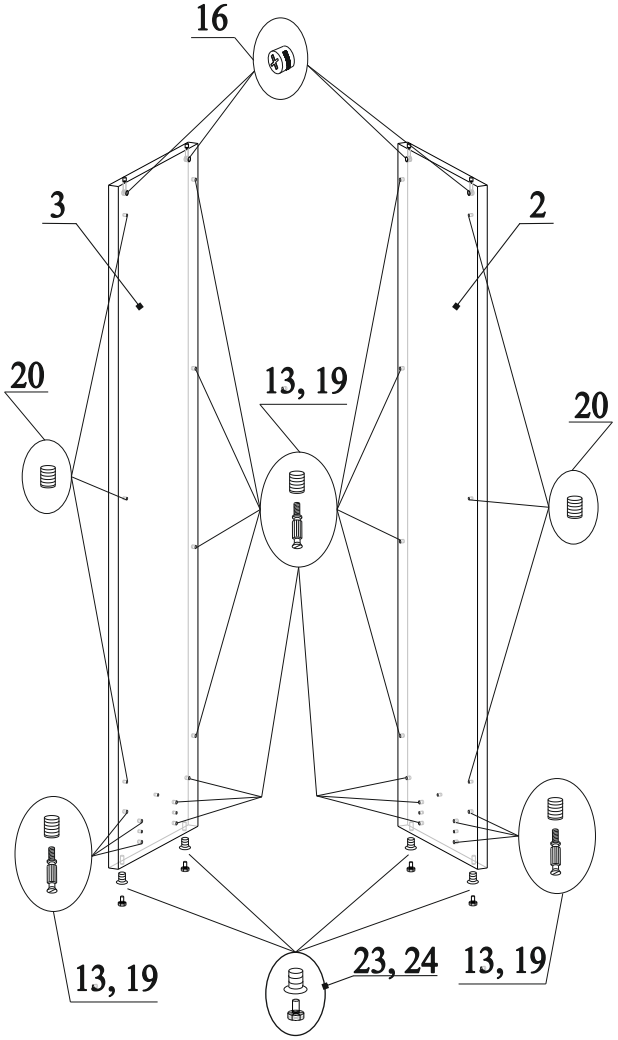

Рис.3
2. В отверстия на деталях 2 и 3 вбить муфты 20 (рис.3);
3. В отверстия на деталях 2 и 3 вбить муфты 19 и вкрутить в них дюбеля 13 (рис.3);
4. В отверстия на деталях 2 и 3 вставить эксцентрики 16 стрелками к торцевым отверстиям (рис.3);
5. В нижний торец деталей 2 и 3 закрутить футорку 23 и вкрутить в нее опору 24 (рис.3);